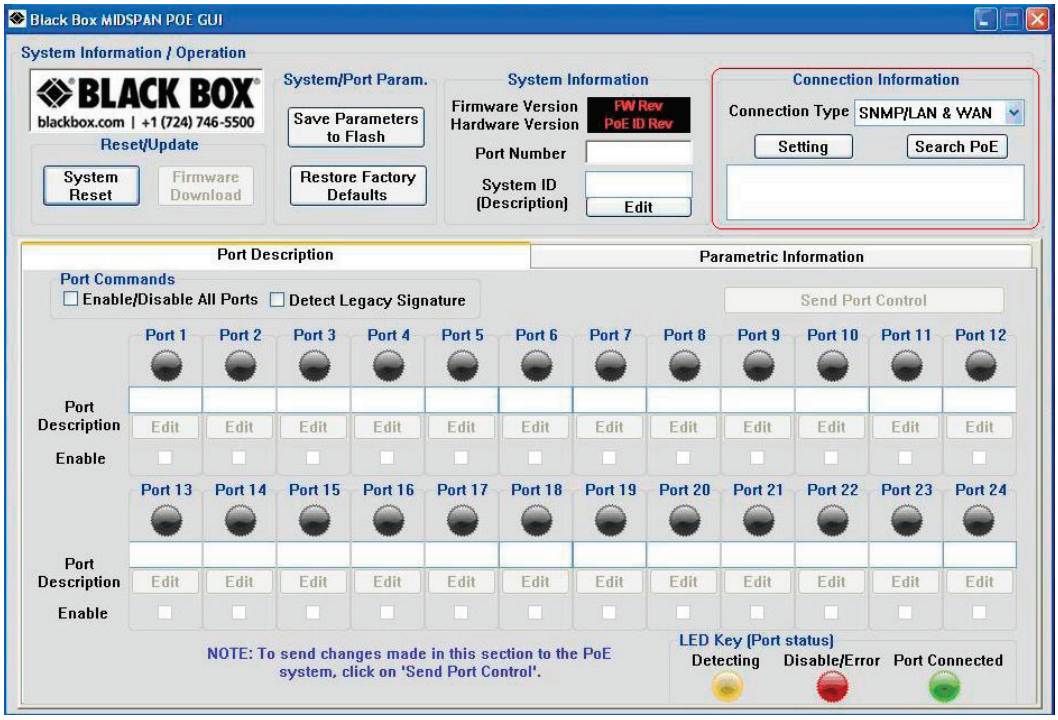

Figure 5-1. GUI main window.
Step 1: Choose the connection type. See FIgure 5-1.